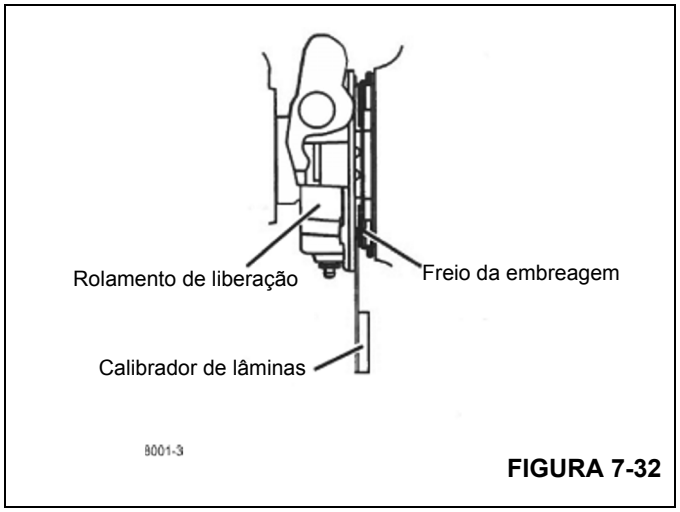

FIGURA 7-32
6. A compressão do freio da embreagem deve começar a 12,7 a 25,4 mm (0.50 a 1.00 pol.) acima do fim do curso do pedal. Insira um calibrador de lâminas de 0,25 mm (0.010 pol.) entre o rolamento de liberação e o freio da embreagem (Figura 7-32). Pressione o pedal para baixo para prender o calibrador. Se o calibrador não prender, ajuste a articulação para obter a compressão do freio da embreagem e repita esta etapa.